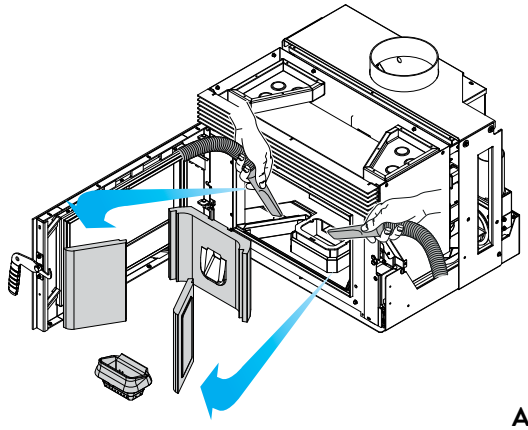

Afb. 7.15
B) De binnenplaten uit de verbrandingsruimte verwijderen en de resterende as opzuigen (Afb. 7.15)